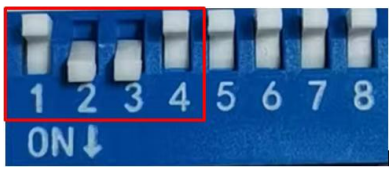

图 6.16 外部 PWM 开环拨码开关设置
- 将拨码开关设置为 SW4=OFF（选择开环运行模式），SW1=OFF，SW2= ON，SW3= ON（选择外部 PWM 控制方式），如图 6.16。